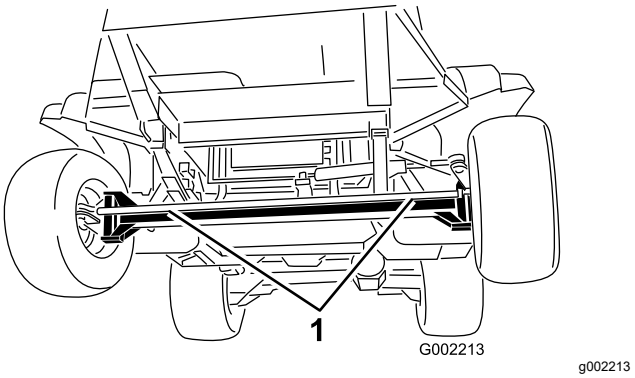
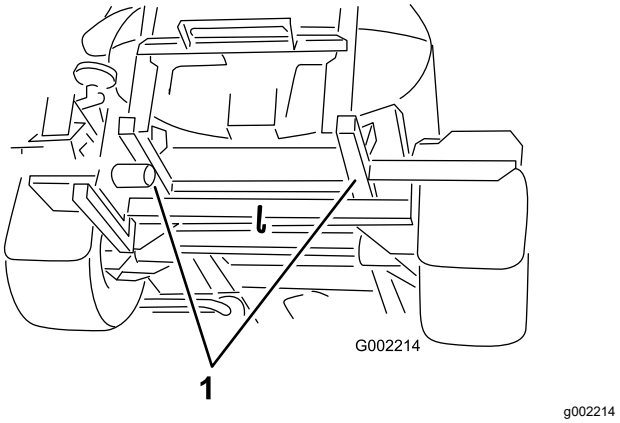

**Figur 61**
**Figur 62**
4. Fäst en bogserlina i ramen. Observera de främre och bakre fästpunkterna (Figur 61 och Figur 62).